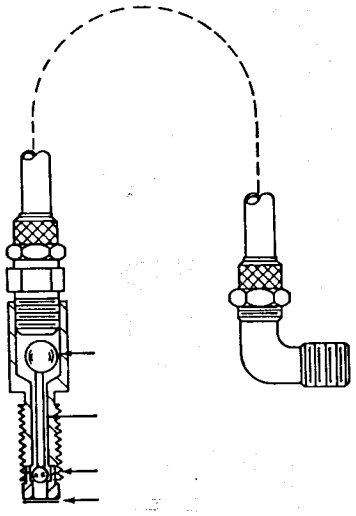

Figure 45
A) Description générale (Figure 45)